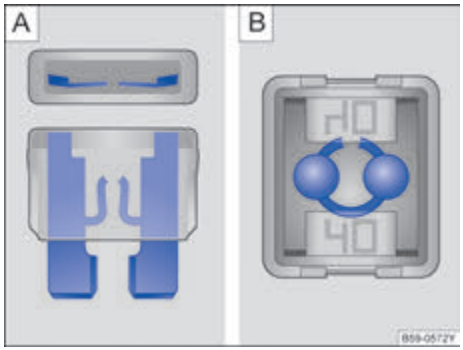

图 142 烧断的保险丝：A 扁平插入式保险丝，B 方块型保险丝
- 烧断的扁平插入式保险丝（ATO®、MINI®）可从上面和侧面透过透明外壳通过熔断的金属条来识别→图 142 A。 ▶
– 对于烧断的方块型保险丝（JCASE®），烧断的金属条可从上面透过透明的外壳来识别→图 142 B。